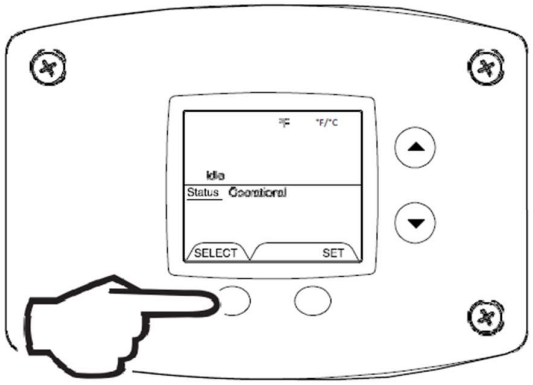

Fig. 27
1. Press ‘SELECT’ button until °F/ °C is displayed (Fig. 27).